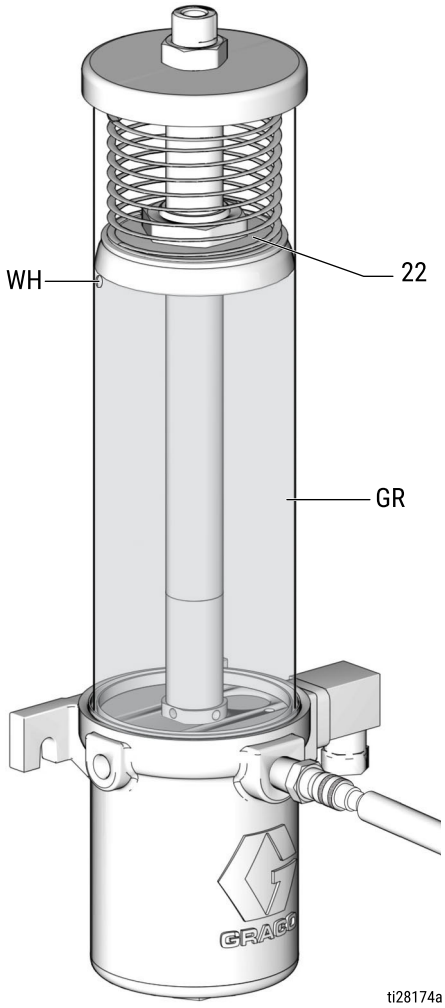

FIG. 5
3. Slowly dispense grease from the fill pump into the reservoir until the grease in the reservoir lifts the follower plate (22) above the reservoir weep hole *(WH)*, grease comes out of the weep hole *(WH)* and expels the air inside the reservoir (FIG. 5).